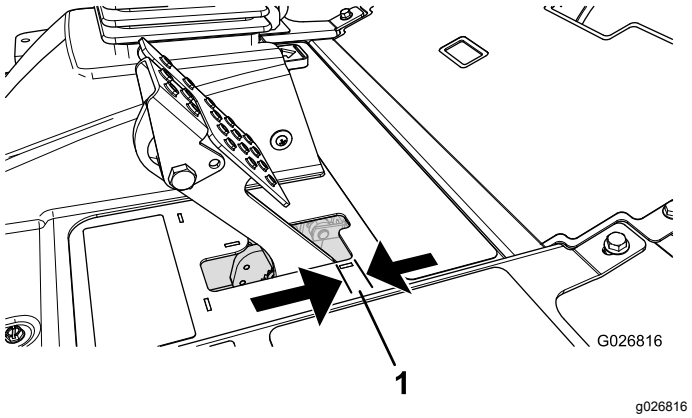

Figur 94
Justera bromsarna om bromspedalen har mer än 2,5 cm fritt spel eller om större fasthållningskraft krävs (Figur 94). Det fria spelet är det avstånd bromspedalen förflyttar sig innan bromsmotståndet känns av.
2. Dra åt den bakre muttern så att kabeln förs bakåt tills bromspedalerna har ett spel på 0,63–1,27 cm innan hjulen låses (Figur 94).